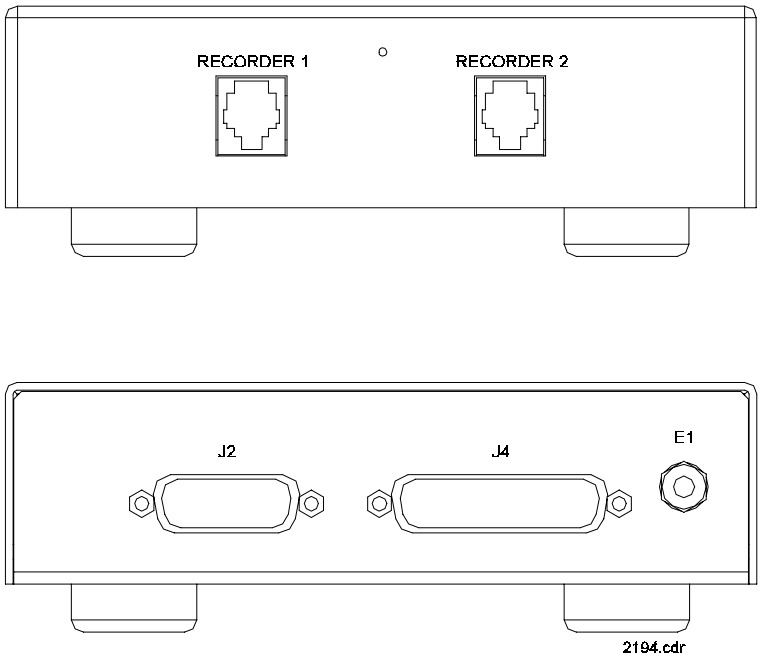

***Figure 5-94. Supervisor Record Interface Front and Rear Panels***
***Input and Output Connections.*** All input and output connections are made at the front and rear panels. **Figure 5-94** illustrates the I/O connections on the front and rear panels.